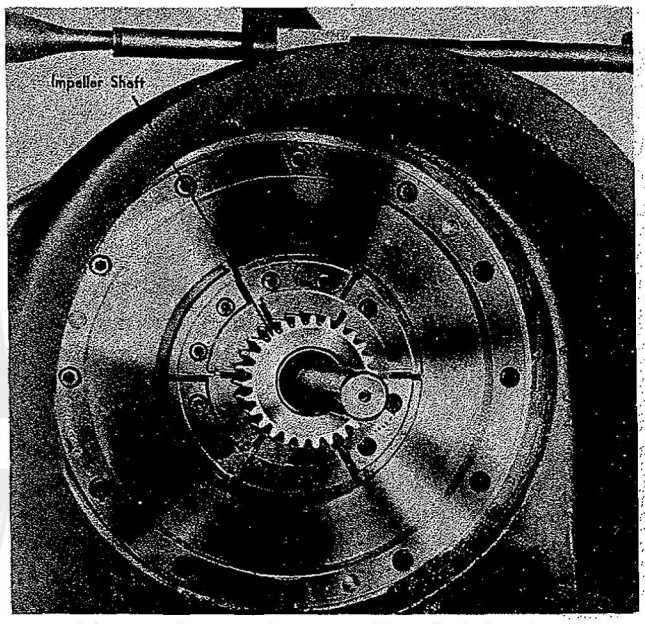

Figure 157—Boring Impeller Shaft Bushing
b. Bore out the old bushings to a diameter of 1.450 in., leaving a thin shell of each bushing remaining in the shaft. Refer to Figure 157. Remove the shaft from the fixture, break out the remaining shells, and clean up the bushing bores in the shaft. Check to insure that the proper tight fit of the bushings in the shaft will be obtained. Refer to the Table of Limits in Section XII.